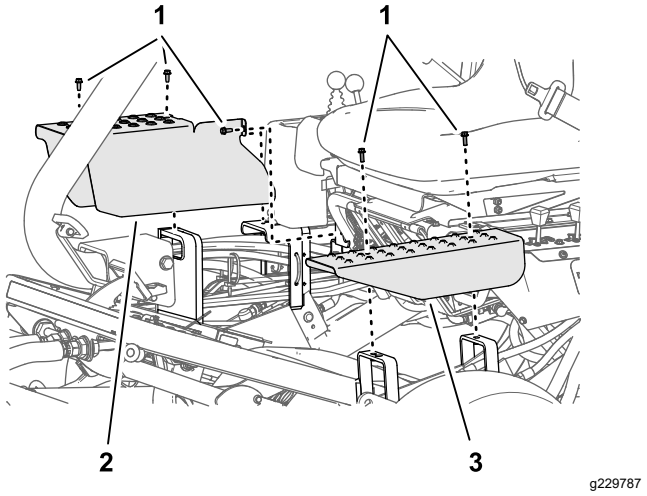

Figura 53
2. Retire los pernos que sujetan la cubierta del cilindro de elevación que está ajustando a los soportes de montaje del chasis (Figura 53).